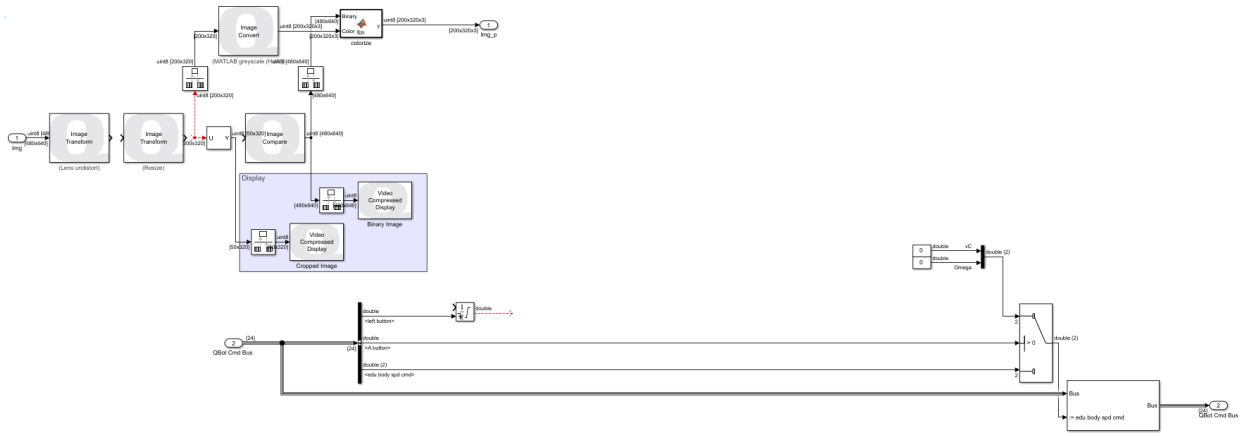

Figure 4. Student Image Processing Block
2. Currently, your block should look like Figure 4. It is incomplete and you will fill it as you go through the next sections.
2. Using the `ctr` output (center of the blob) from the **Image Find Objects** block, find the error representing the difference between the center of the line and the center of the camera feed. Consider the image is 320 pixels wide and you want the distance between the blob center and the image center. Figure 4 will help you visualize this.